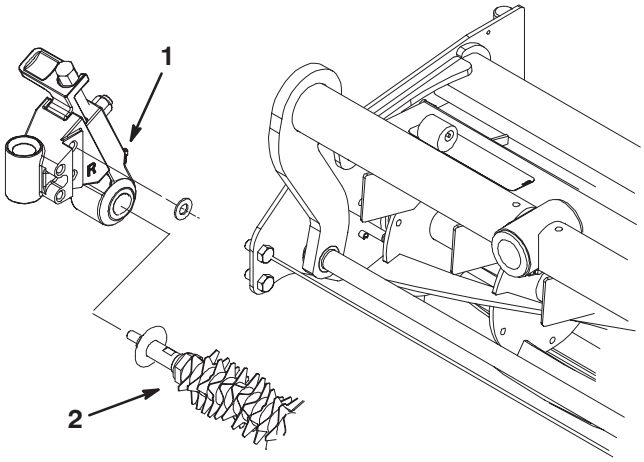

Figure 9
17. Carefully insert the RH height of cut assembly onto the RH end of the groomer shaft until the shaft **clicks** into position (Fig. 9).Take care not to damage the seals in the height of cut assembly.
18. Mount the RH height of cut assembly to the right end of the cutting unit with the (2) 3/8–16 x .75” lg capscrews and (2) .406 ID x .812 OD x .065 thk. washers (Fig. 9).